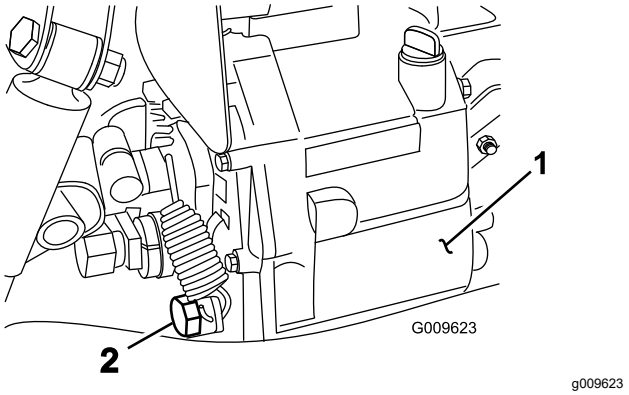

Figur 70
4. Fjern tappepluggen fra siden på tanken og la hydraulikkoljen flyte ned i tappefatet (Figur 70).